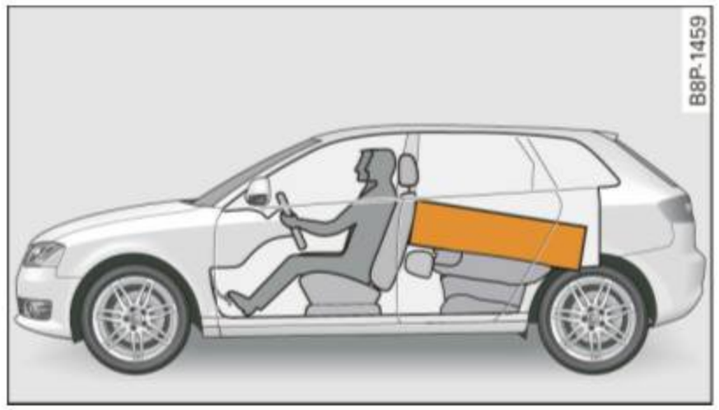

Fig. 127 Safe load positioning: heavy cargo positioned as far forward as possible.
- Always place and properly secure heavy items in the luggage compartment as far forward as possible ⇒ fig. 127.